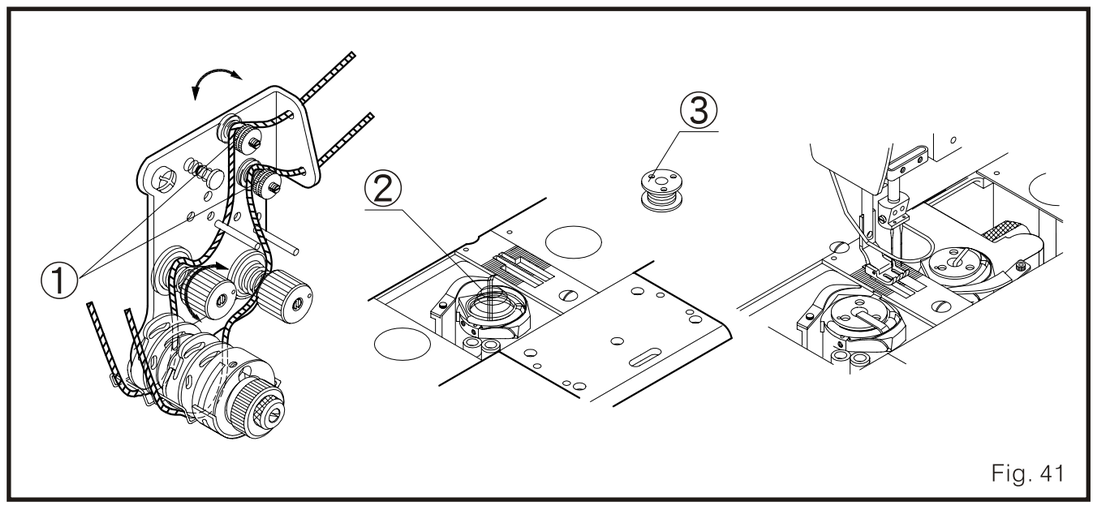

Fig. 41
1. Tensión del pre-jalado (Fig. 41)